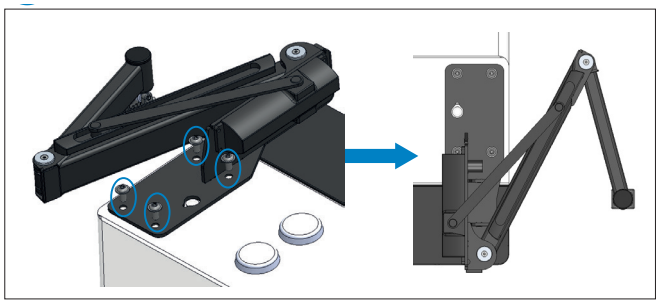

Figure 38: Step 2.
2.- Fit each cable management system and check that the screw holes align with those from which the 4 screws were removed in **Step 1**. Use the same screws for installation, using a 6 mm Allen key and a tightening torque of 50 Nm, **Figure 38**.